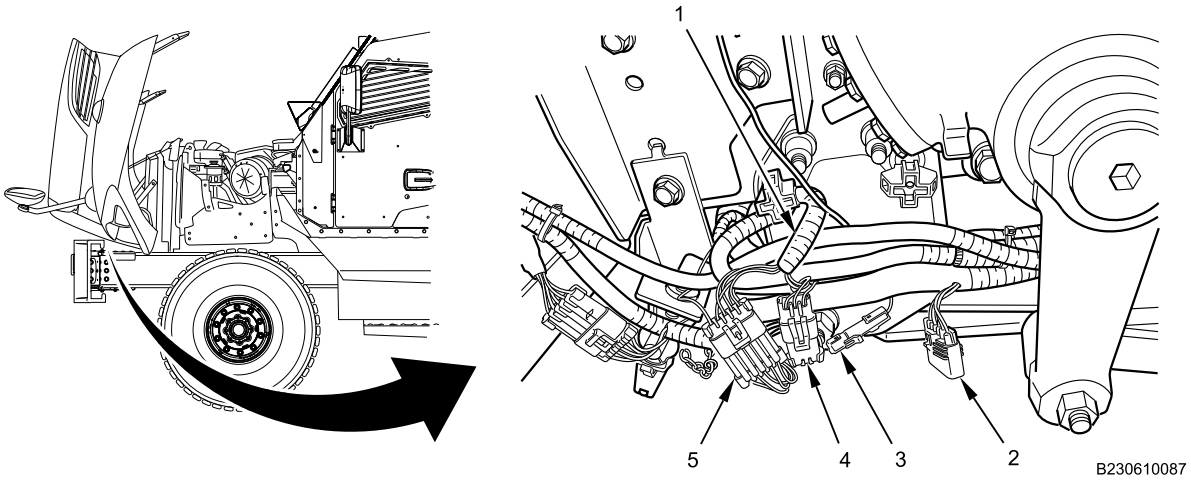

Figure 21. Front Bumper Left Harness Connections.
14. Connect one-pin connector (Figure 21, Item 3) from forward chassis harness (Figure 21, Item 2) to radiator ground.
15. Connect three-pin connector (Figure 21, Item 4) and five-pin connector (Figure 21, Item 5).
16. Position and install ground adapter #1 (Figure 21, Item 1) away from frame or components to prevent abrasion.